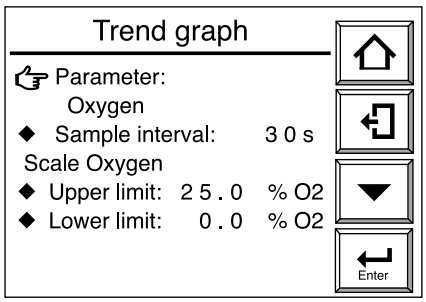

Figura 10.4 Grafico dell'andamento
(1) Premere il tasto Configurazione nel display base per visualizzare il display Esecuzione/ Configurazione. Selezionare quindi Maintenance nel display Esecuzione/Configurazione.
(2) Nel display Maintenance selezionare quindi Display setup.
(3) Selezionare quindi Trend graph nel display Display setup. Viene visualizzato il display Trend graph illustrato nella figura 10.4.
(4) Selezionare "Parameter: Oxygen" nel display Grafico dell'andamento. Selezionare quindi la voce di display desiderata come nella tabella 10.2.